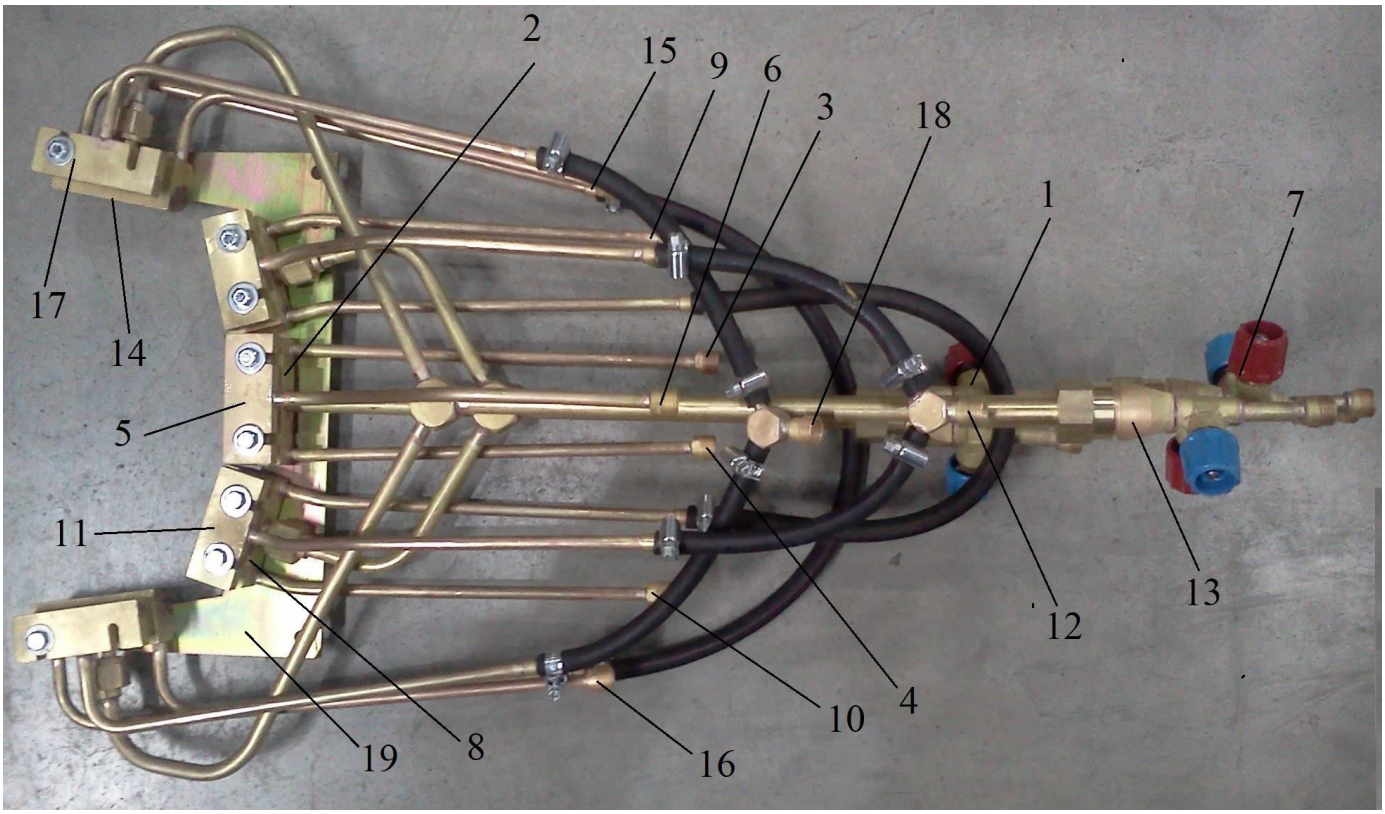

Рис.2 Состав горелки
4.2 Состав горелки показан на Рис.2 Горелка ГП-2з Т75 состоит из ствола 1 и газопламенного наконечника 2. Газопламенный наконечник состоит из смесительной камеры со съемным инжектором, трубки смеси и мундштука. Мундштук имеет систему газопламенных сопел и встроенную водяную рубашку охлаждения, вода для которой подается через штуцер 3, а отводится через штуцер 4. Для закалки термообрабатываемой поверхности горелка снабжена закалочным наконечником 5, имеющего штуцер подвода закалочной жидкости 6. На стволе расположены штуцеры подвода кислорода и подвода горючего газа, и клапаны регулировки подачи горючего газа и кислорода.